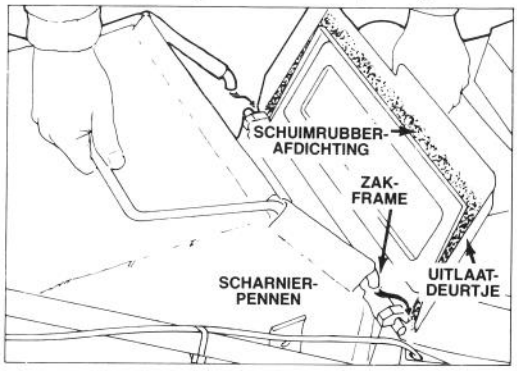

Afbeelding 11
2. MONTAGE VAN GRASZAK–Ga vóór montage van de graszak als volgt te werk: open het uitlaatdeurtje en hang het zakframe over de scharnierpennen (Afb. 11). Laat zak tegen het huis rusten over de kokeropening. Sluit deurtje en zorg ervoor dat het de bovenzijde van de zakopening afsluit.